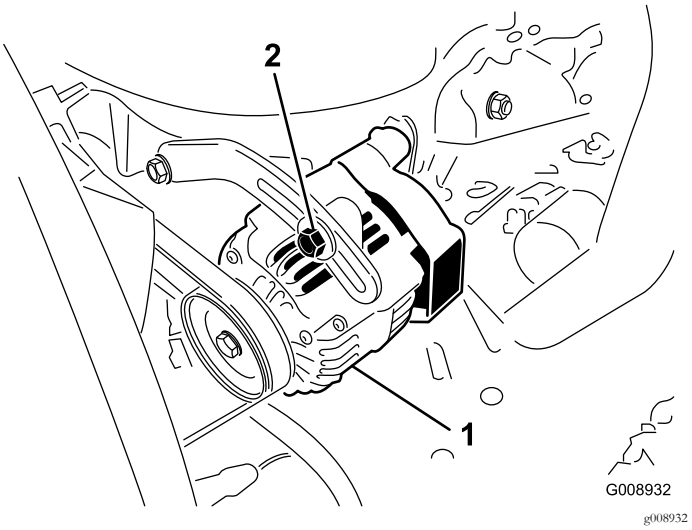

Rysunek 50
2. Jeżeli ugięcie nie wynosi 10 mm, poluzuj śruby mocujące alternator (Rysunek 50).